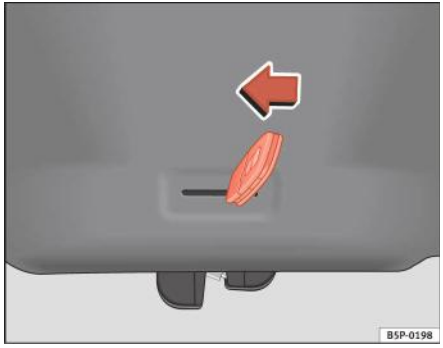

Fig. 46 Hayonul: deschidere de urgență
– Introduceți cheia în fantă şi descuiați sistemul de încuiere rotind cheia de la dreapta la stânga, conform săgeții ⇒ fig. 46. ■